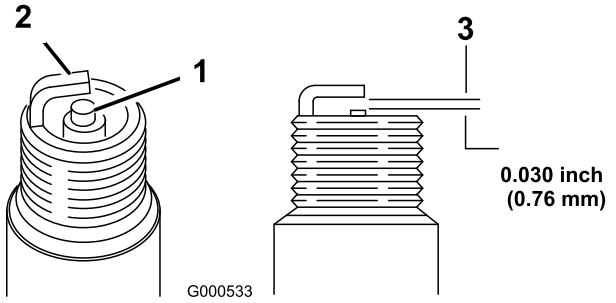

Bild 36
1. Sehen Sie sich die Mitte der Zündkerze an (Bild 36). Wenn der Kerzenstein hellbraun oder grau ist, ist der Motor richtig eingestellt. Eine schwarze Schicht am Kerzenstein weist normalerweise auf einen schmutzigen Luftfilter hin.
2. Prüfen Sie den Abstand zwischen den mittleren und seitlichen Elektroden (Bild 36). Verbiegen Sie die seitliche Elektrode (Bild 36), wenn der Abstand nicht stimmt.